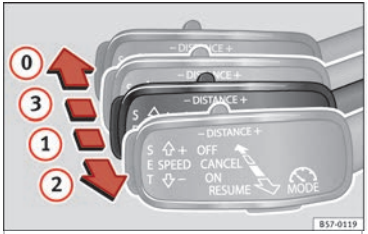

Fig. 180 On the left of the steering column: third lever for operating the Adaptive Cruise Control.
The ACC can be activated again by moving the lever to position (2) ››› Fig. 180.